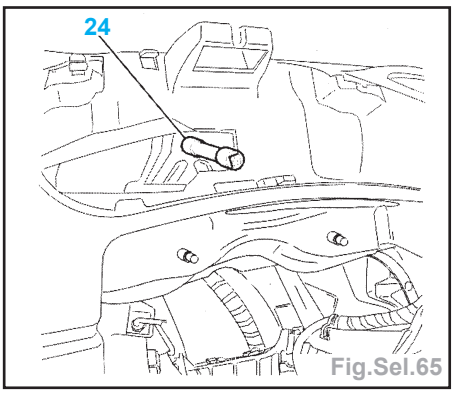

Fig.Sel.65
• la fixation (24) (Fig.Sel.65).